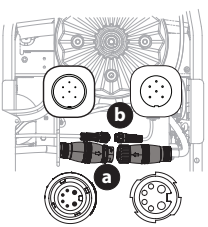

Figura 18
4. Desconecte el motor de la plataforma de los adaptadores de la parte derecha o inferior del montable. Gire el conector más grande (a) 1/4 de vuelta en sentido contrario a las agujas del reloj y empuje hacia abajo. Repita el procedimiento con el conector más pequeño (b) (Figura 18).
6. Reconecte los motores de la plataforma a los adaptadores de la parte derecha o inferior del montable. Conecte siempre el conector más grande (a) primero y, luego, el conector más pequeño (b) (Figura 18).